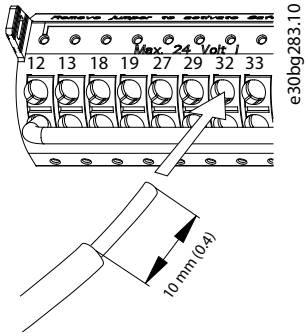

図 5.20 ソリッドコントロールワイヤの接続
- ソリッドワイヤの場合は、裸のワイヤーを接点に押し込みます。*図 5.20*を参照してください。